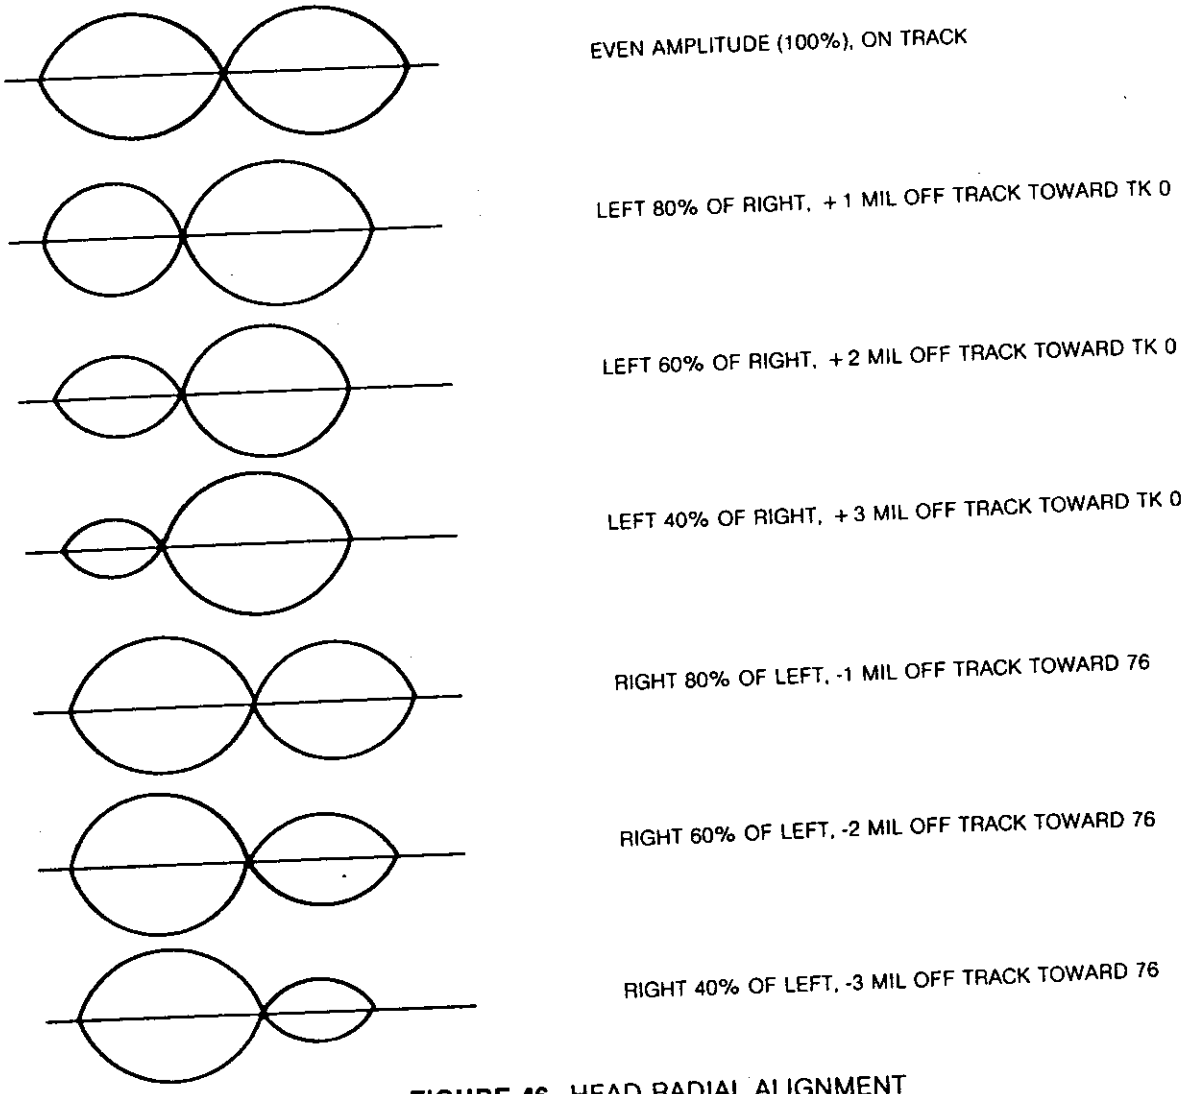

FIGURE 46. HEAD RADIAL ALIGNMENT
e. The amplitude of the two lobes must be within 70% of each other. If the lobes do not fall within this specification continue on with the procedure (Refer to Figure 46).